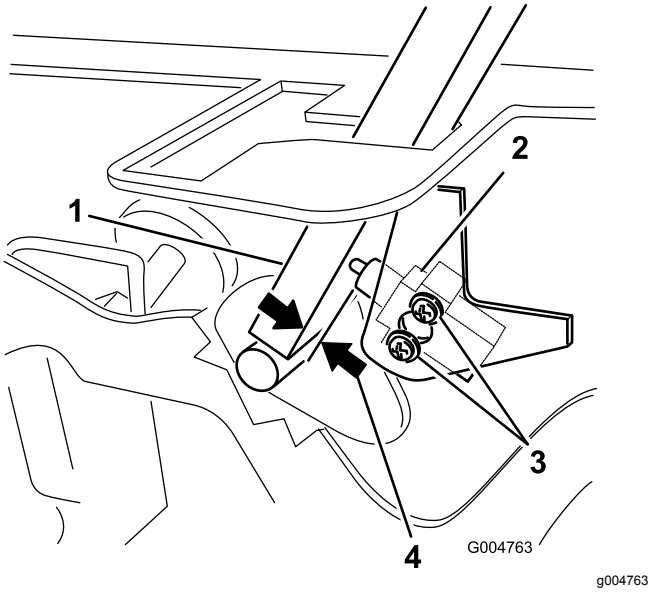

図 48
3. インタロックスイッチを固定しているねじ2本を取り外す 図 48 。
4. コントロールレバーをフレームに押し付けた状態でスイッチをレバーの方へ移動させて、図 48のようにレバーとスイッチボディとの距離を 0.4-1 mm に調整する。